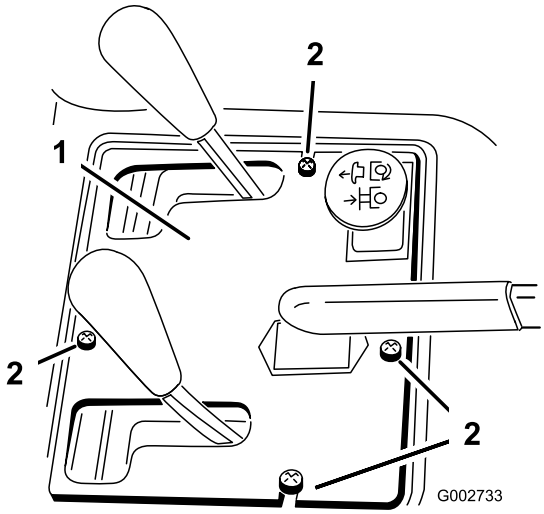

Figuur 34
2. Verwijder de (4) schroeven waarmee het bedieningspaneel is bevestigd aan het frame (Figuur 34).